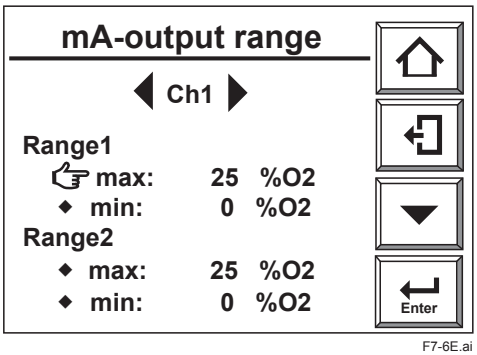

Figure 7.6 Current-output range
2) From the [Commissioning] display select [mA-output setup], then [Set range]. (See Figure 7.6).